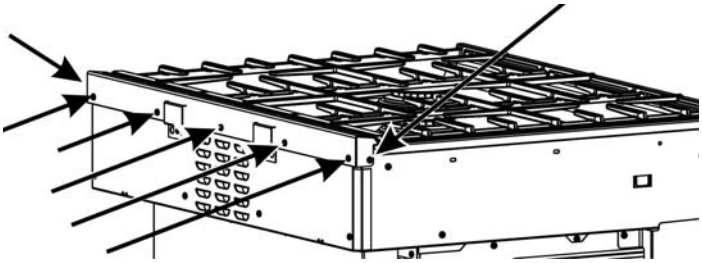

Figure 1: Vis de garniture, Cuisinière à deux combustibles
Peut-on faire glisser la cuisinière vers l'avant suffisamment pour pouvoir accéder aux vis arrière et latéraux de la garniture? Voir Figure 1: Vis de garniture, Cuisinière à deux combustibles.
2. Faites glisser la cuisinière suffisamment vers l'avant pour pouvoir accéder aux vis de montage de la garniture (voir Figure 1: Vis de garniture, Cuisinière à deux combustibles).
4. Retirez les vis qui maintiennent la garniture (cinq vis à l'arrière et une vis à chaque extrémité). Conservez ces vis pour l'installation de la garniture d'îlot (voir Figure 1: Vis de garniture, Cuisinière à deux combustibles).
7. Fixez la garniture d'îlot à l'aide d'une vis à chaque extrémité et de cinq vis à l'arrière. Voir Figure 1: Vis de garniture, Cuisinière à deux combustibles.